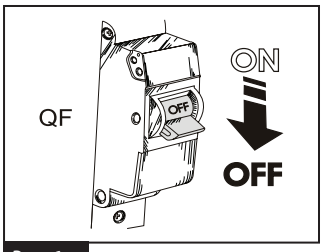
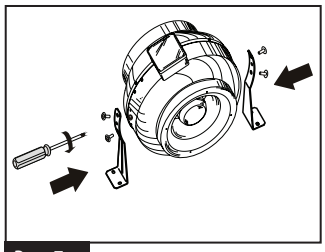

Рис. 6
Рис. 7
1. Обесточьте электрическую сеть (рис. 6).
2. Выкрутите из корпуса (1) болты (5) и установите кронштейны (4) таким образом, чтобы отверстия на кронштейнах совпали с головками саморезов (6).
3. Закрепите кронштейны на корпусе болтами (рис.7).